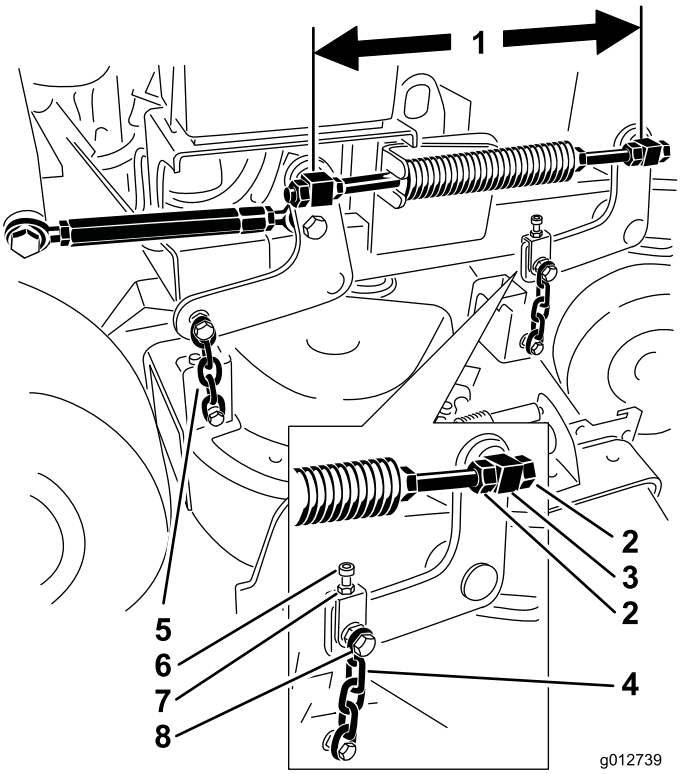

Figur 84
6. Kontroller avstanden mellom svivelmutrene ved å måle på midten av mutrene (lengde fra midten-til-midten) på gjengestangen. Denne lengden må være 49,5 cm på 91 cm gressklippere og 43,7 cm på 102 cm gressklippere (Figur 84).
9. Bruk låsemutrene på fremre svivelmutter for å justere lengden mellom fremre og bakre svivelmuttere på denne siden (Figur 84).
11. Bruk justeringsbolten for å få lik spenning på begge de fremre kjedene (Figur 84).
5. Løsne mutteren på øvre kjedebolt og låsemutteren på justeringsbolten (Figur 84).
6. Bruk justeringsbolten til å få 6 til 10 mm lavere foran ved **A**-plasseringen enn bak ved **B**-plasseringen (Figur 84).